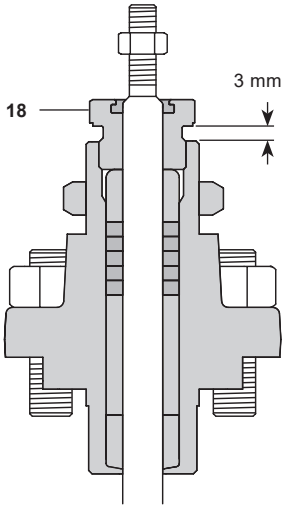

**Fig. 18**
- Examine the seat and plug/stem assembly for damage or deterioration and renew as necessary. For C Seat option reverse the seat. For extended option DN15-100 plug/stem assembly should be screw and set according to dimension Fig. 18.